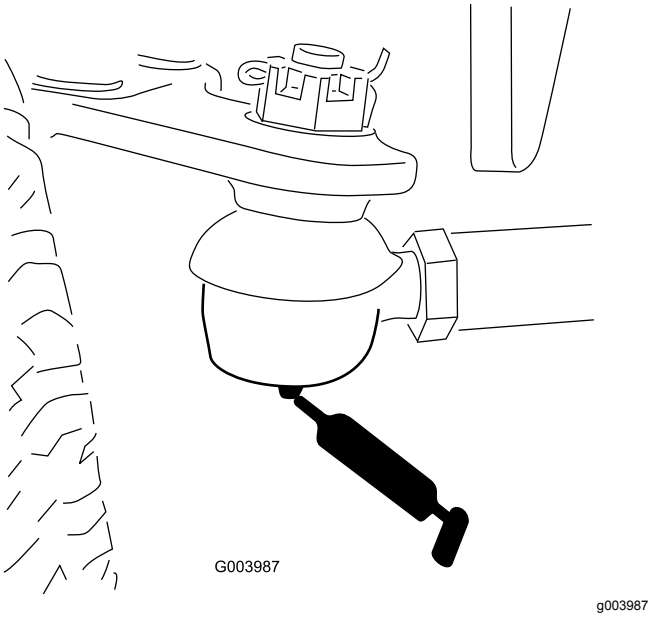

Figur 68
- Bagakslens forbindelsesstang (2) (Figur 68)